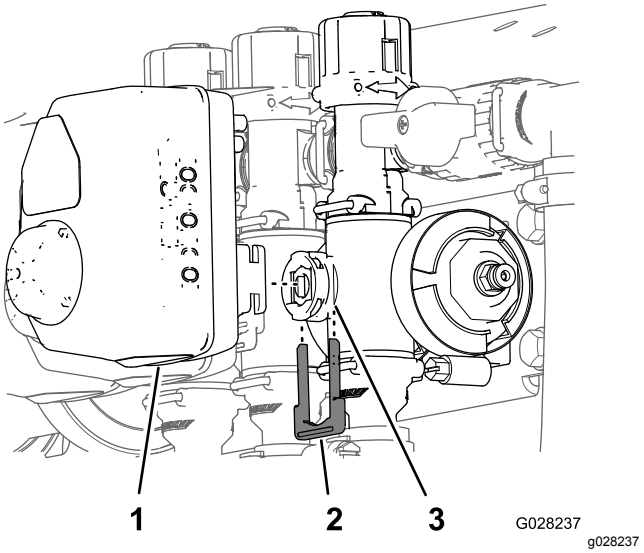

Figur 109
3. Fjern den holder, der fastgør aktuatoren til manifoldventilen for hastighedsreguleringsventilen, omrøringsventilen, hovedbomventilen eller bomsektionsventilen (Figur 109).